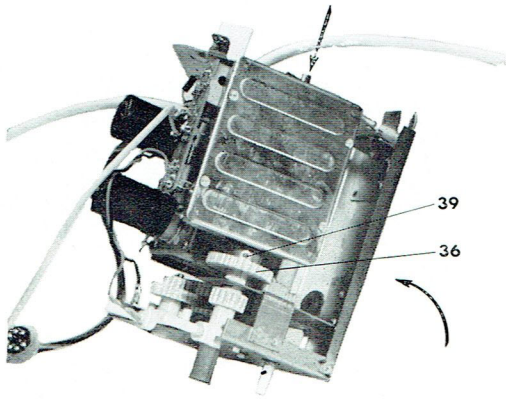

fig. 19
2° Mettre le berceau à plat sur la face avant (fig. 19).
5° Bloquer le pignon (36) sur l'axe du tuner (fig. 19).